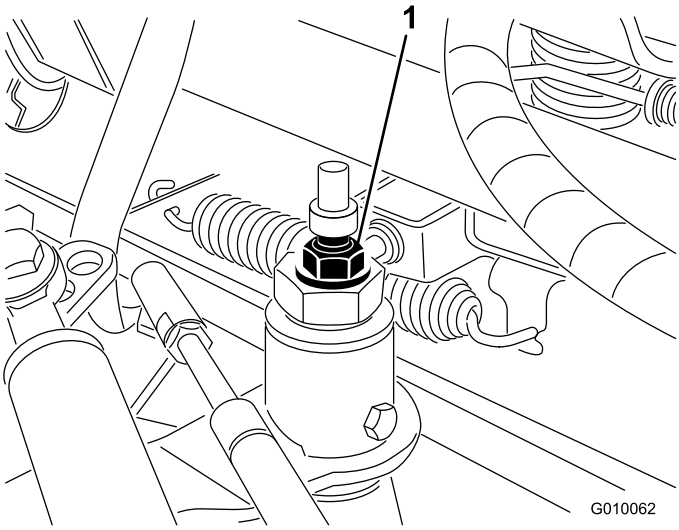

Figur 55
3. Lossa låsmuttern på hjuldrivningens justeringskam (Figur 55).